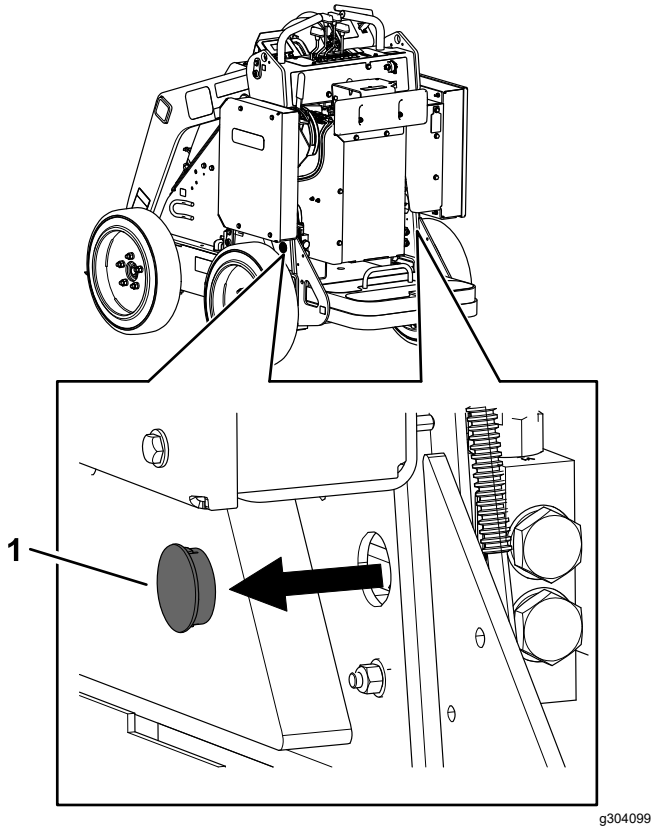

Figuur 15
2. Verwijder de plug die de sleepkleppen bedekt (Figuur 15).